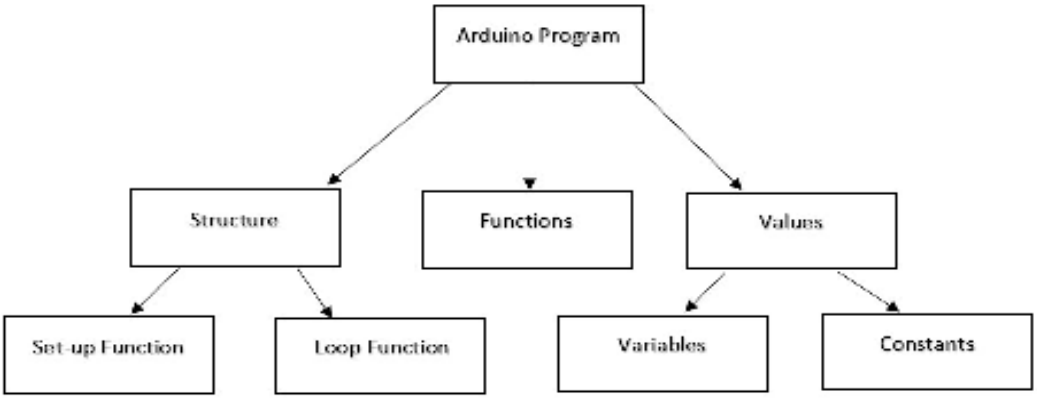

Figure 4.14 Arduino Sketch Structure
- ***Figure 4.14 shows basic Arduino Sketch Structure.***
- ✓ Figure 4.14 shows the basic Arduino sketch structure.